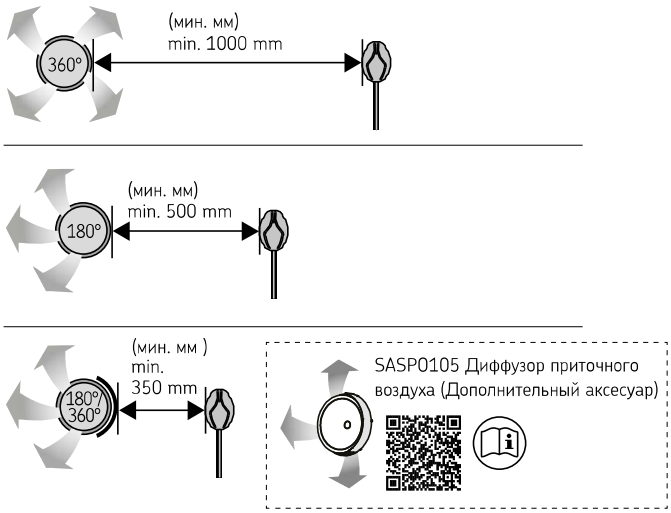

Рисунок 7. Минимальное расстояние от температурного датчика до вентиляционной отдушины.
- Не размещайте вентиляционную отдушину сауны возле датчика температуры. Поток воздуха вблизи датчика охлаждает датчик и приводит к неточности показаний устройства управления. В результате возможен перегрев каменки. Минимальное расстояние от температурного датчика до вентиляционной отдушины (>>Рисунок 7. Минимальное расстояние от температурного датчика до вентиляционной отдушины.).
- **Механическая вентиляция:** Воздушное вентиляционное отверстие располагается в верхней части сауны, чтобы не мешать работе датчика температуры. (>>Рисунок 7. Минимальное расстояние от температурного датчика до вентиляционной отдушины.)